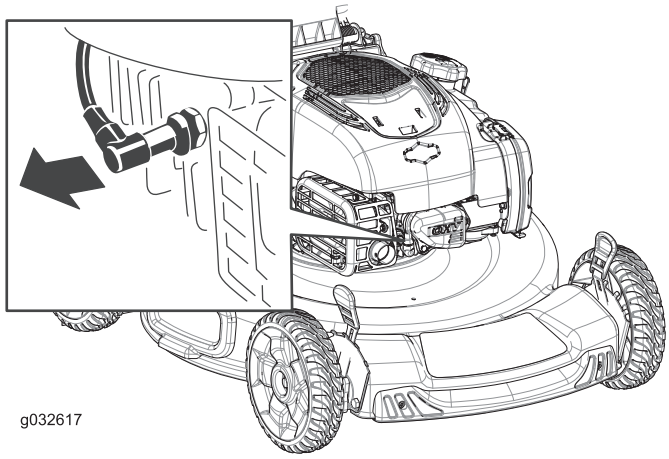

Bild 29
2. Ziehen Sie das Zündkabel von der Zündkerze (Bild 29) ab, bevor Sie Wartungsarbeiten ausführen.